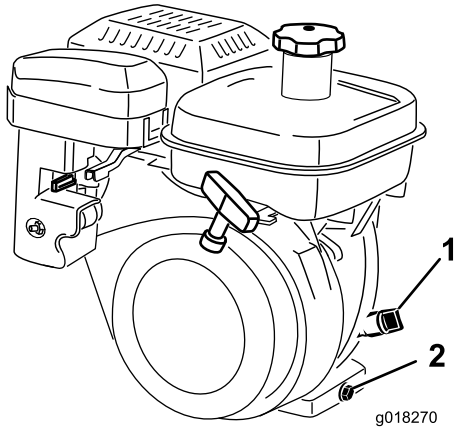

Figur 30
2. Plasser gressklipperen slik at motoren står jevnt, og rengjør rundt oljenivåmåleren (Figur 30).
3. Fjern oljenivåmåleren ved å rotere den mot klokken (Figur 30).
4. Tørk av oljenivåmåleren og sett den inn i fylleåpningen. Du må ikke skru måleren inn i åpningen. Fjern deretter peilestaven, og sjekk oljenivået. Hvis det er lite olje, tilsett kun nok olje til at nivået når opp mellom H- og L-merkene på måleren (Figur 30). Kontroller oljenivået. Ikke fyll på for mye.
2. Sett et oppsamlingsfat under tappepluggen bak på maskinen (Figur 30). Skru opp tappepluggen.